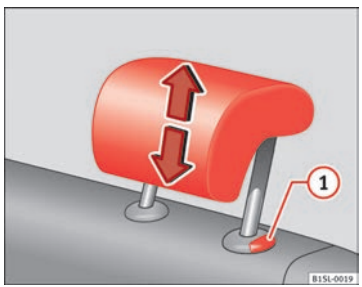

Fig. 31 Régler les appuie-tête arrière.
- Déplacez l'appuie-tête dans le sens de la flèche, vers le haut ou vers le bas, tout en appuyant sur la touche ⇒ fig. 31 ① ⇒ ⚠.